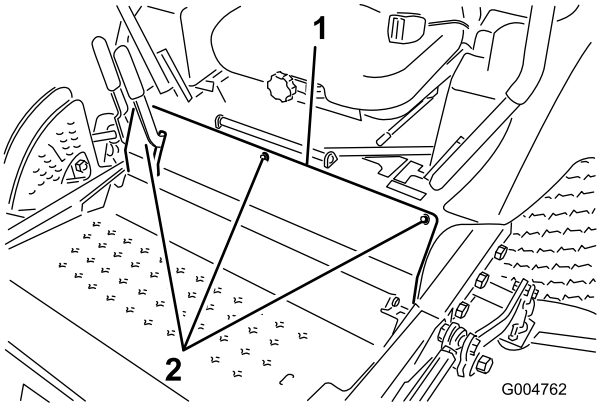

Figuur 64
3. Draai de bouten los waarmee het voorpaneel vastzit, en verwijder het paneel (Figuur 64).